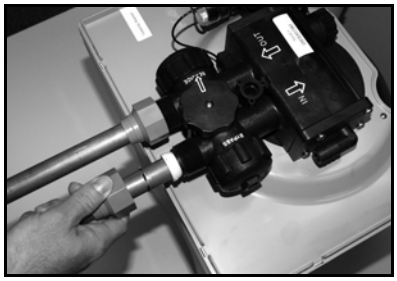

Figure 3: Connexion des conduites d'eau
B. Fixez les conduites d'eau sur l'appareil conformément aux réglementations du bâtiment, de la plomberie et de l'électricité en vigueur. (Reportez-vous à la Figure 3.) NE SERREZ PAS TROP les connexions sur les filetages en plastique.